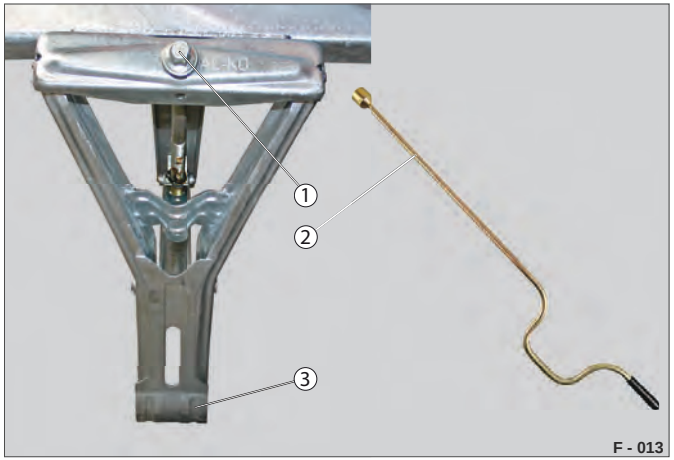

Fig. 39 Neddrejning af teleskopstøtteben
▶ Sæt håndsvinget (Fig. 39 /2) på håndsvingstappen (Fig. 39 /1).
▶ Drej, indtil den justerbare fod (Fig. 39 /3) når underlaget.